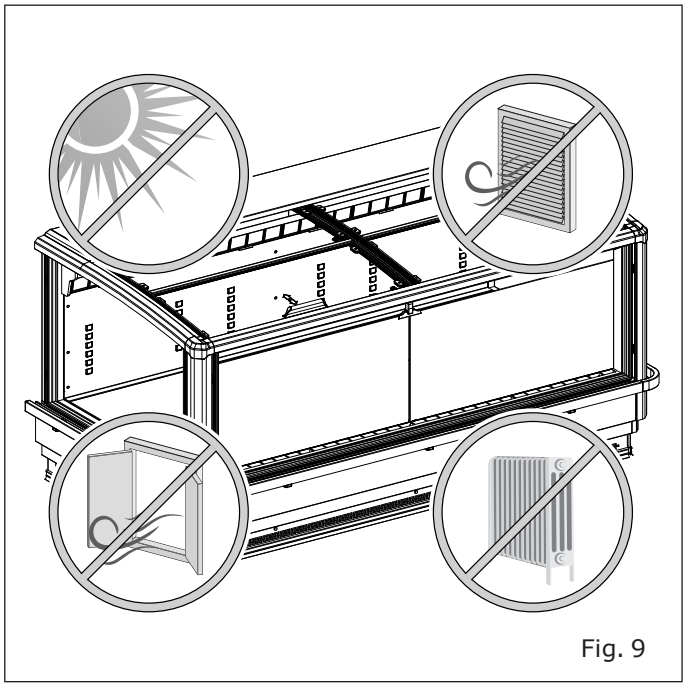

Fig. 9
- Loin de toute source de chaleur, rayons directs du soleil, portes, fenêtres, ventilateurs et bouches d'aération ("Fig. 9").